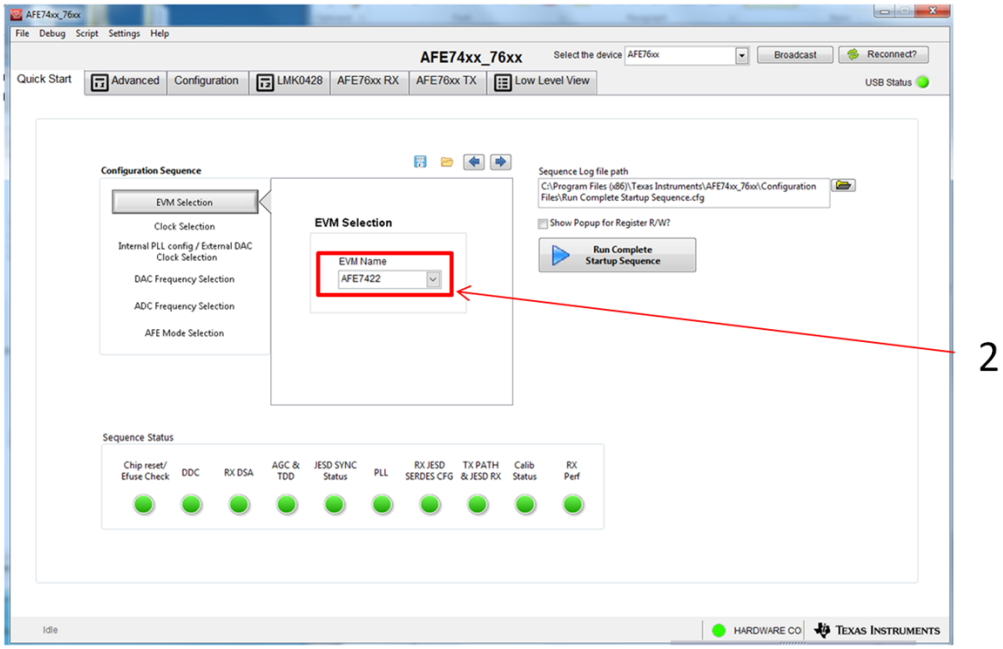

Figure 9. EVM Selection Page
1. Run the AFE74xx EVM _76xx GUI as administrator. The quick start page shown in Figure 9 appears.
2. Under *EVM Selection*, verify that the EVM name shown matches the EVM in operation, labeled as 2 in Figure 9